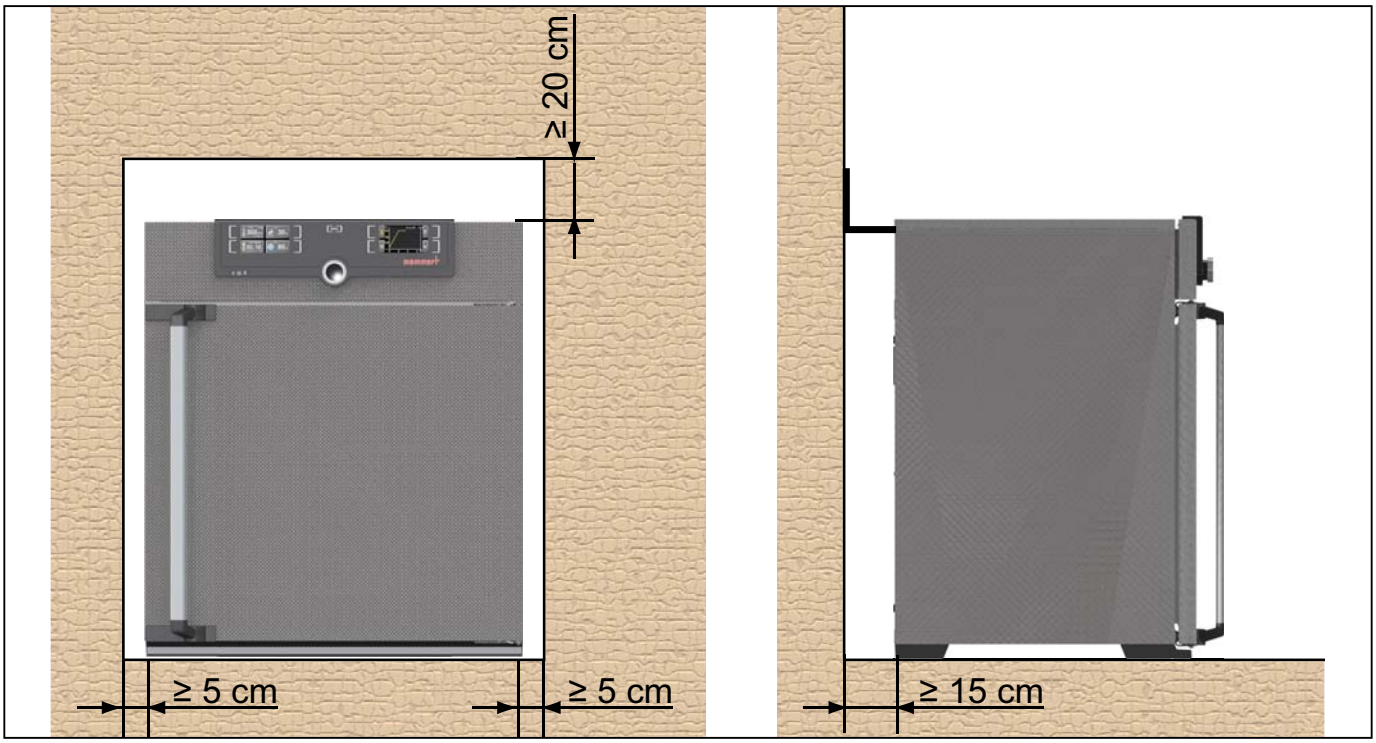

*Bild 9 Minimiavstånd till väggar och innertak*
Avståndet mellan rummets vägg och enhetens bakre vägg måste uppgå till minimum 15 cm. Avståndet till innertaket får inte underskrida 20 cm och avståndet i sidled till vägg eller närliggande enhet får inte underskrida 5 cm (Bild 9). Som grund måste tillräcklig luftcirkulation säkerställas runt enheten.
2. Böj tippsäkringen ovanifrån vid önskat väggavstånd till 90° (beakta minimiavståndet till vägg, se Bild 9).